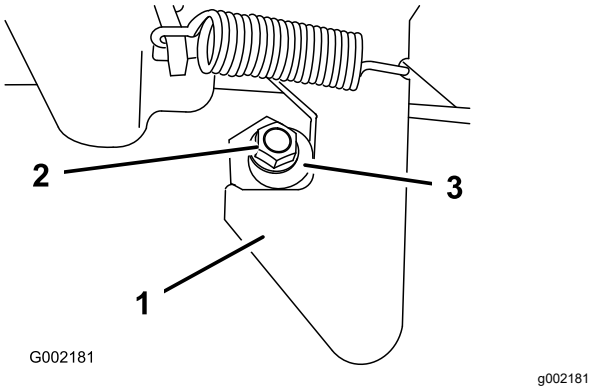

**Figur 71**
1. Lossa muttern i änden av spärrstiftet (Figur 71).
2. Vrid spärrstiftet medsols tills det sitter tätt mot haken på spärrhaken (Figur 71).